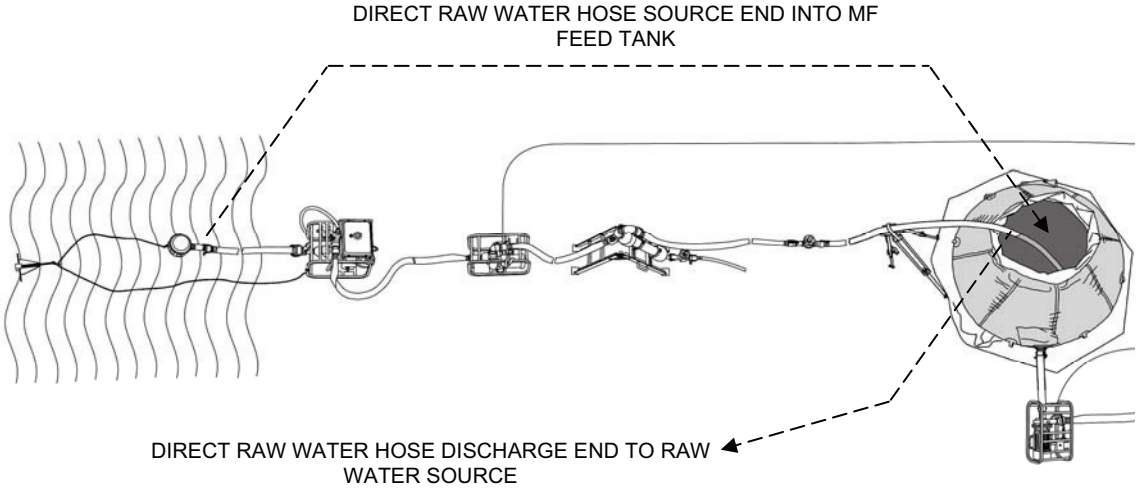

Figure 1. Raw Water System Flush Layout.
7. Place the open end of the raw water suction source hose into the MF feed tank as far as it will go. Place the middle of the hose on top of the tripod and secure the hose to the tripod with a hook and loop strap (Figure 1).